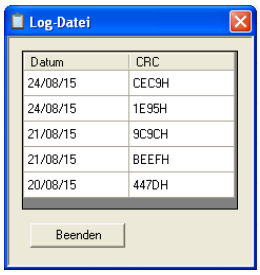

Bild 56: EUCHNER Safety Designer, Protokolldatei
- In der Konfigurationsdatei (Projekt) sind das Erstellungsdatum und der CRC-Wert (vierstellige hexadezimale Kennung) eines in MSC-CB/MSC-CB-S gespeicherten Projekts enthalten (*Bild 56*).